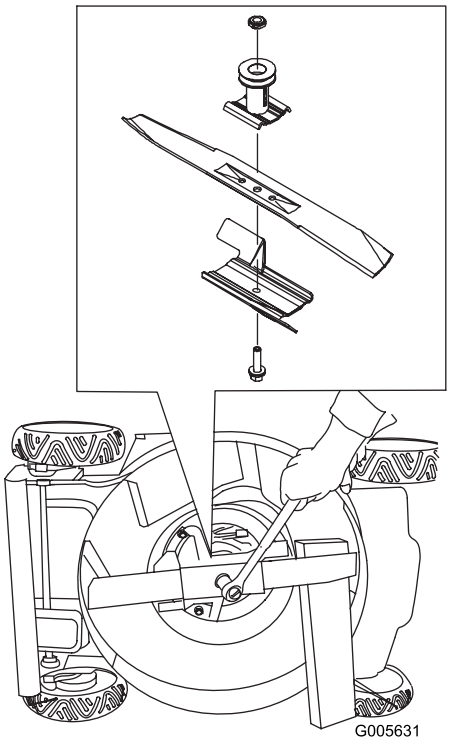

Figur 35
3. Håll kniven stilla med hjälp av en träkloss (Figur 35).
5. Sätt fast den nya kniven och alla monteringsdelar (Figur 35).